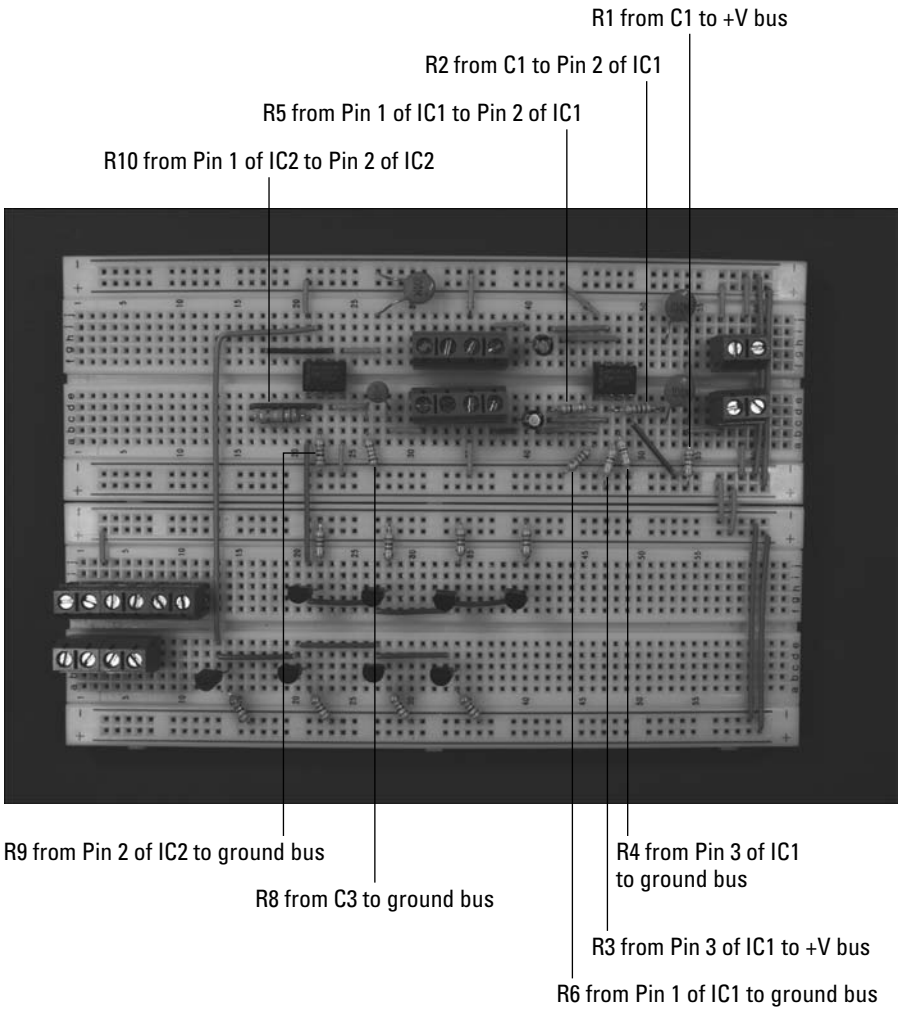

Figure 5-12: Insert more resistors onto the breadboard.
9. **Insert one 2.2 kohm resistor (R1), one 2 kohm resistor (R2), two 47 kohm resistors (R3 and R4), one 100 kohm resistor (R5), two 5 kohm resistors (R6 and R8), one 1 kohm resistor (R9), one 5 kohm resistor (R6), and one 220 kohm resistor (R10) on the breadboard, as shown in Figure 5-12.**